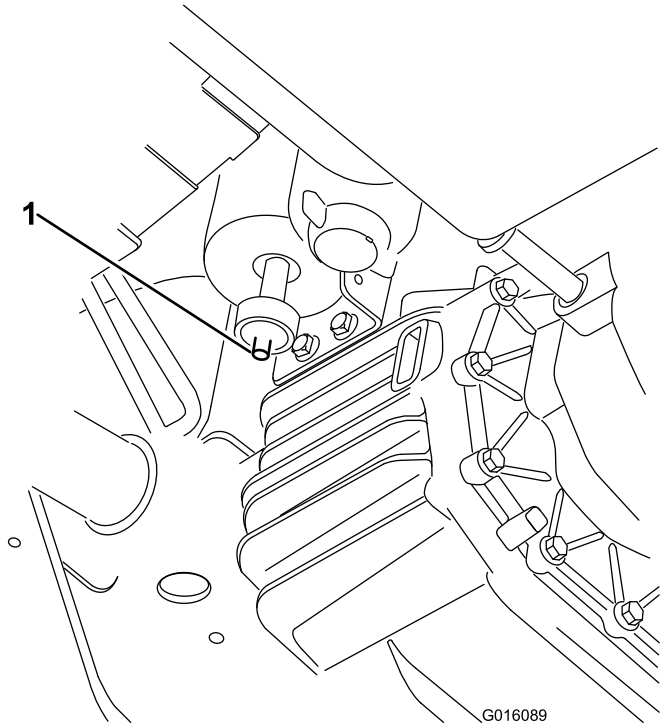

Figura 45
1. Localize o filtro de ar na zona inferior do recipiente de carbono (Figura 45).